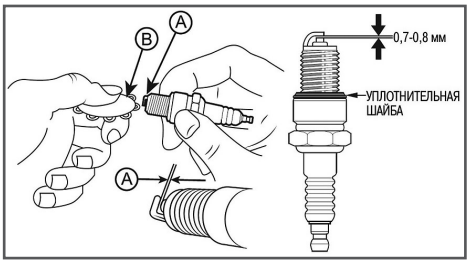

Рис. 22 Зазор между электродами свечи зажигания
3. Выкрутите из топливного бака выходной штуцер 4 и произведите его очистку (Рис. 22). Внимательно осмотрите сетчатый фильтр. При обнаружении механических повреждений замените штуцер топливного бака.
4. Измерьте зазор А между электродами свечи зажигания специальным щупом В (Рис. 22). Зазор должен быть 0,7-0,8 мм (Рис. 22). При увеличении или уменьшении требуемого зазора, рекомендуется заменить свечу, так как регулировка зазора может привести к изменению качества искрообразования.